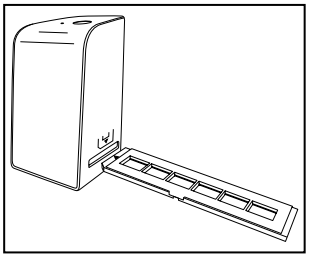

Figure 1
- Unlock the catch on the front of the negative holder ❺ and open the holder.
- Now insert the negative holder ❺ with the triangle marking at the front and visible into the slot ❹ on the right (see figure 1).
- Push the negative holder ❺ into the slot ❹ until it audibly clicks into the first position. For additional negatives, push the negative holder ❺ further in until it audibly clicks into the next position.